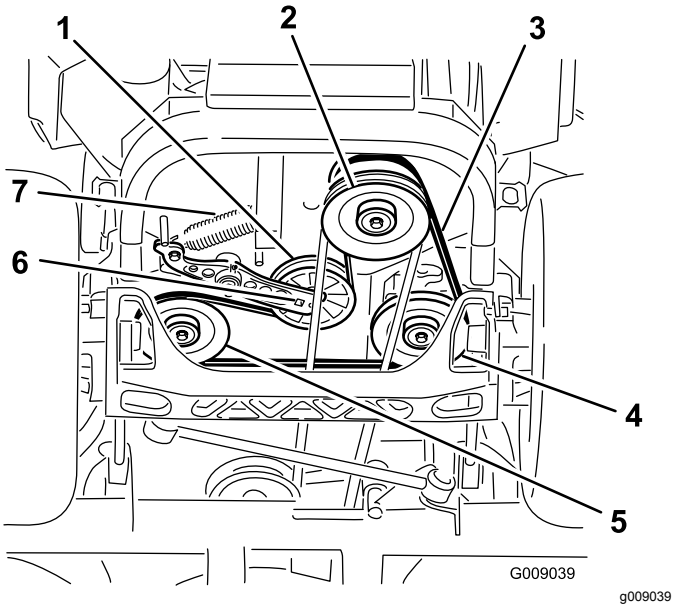

Figur 86
4. Løft maskinen, og understøt den med donkrafte (Figur 86).
5. Brug en skralde i det firkantede hul i styrearmen for at fjerne styrefjederen (Figur 86).
6. Tag styrefjederen af stellet (Figur 86).
9. Brug en skralde i det firkantede hul i styrearmen for at montere styrefjederen på stellet (Figur 86).